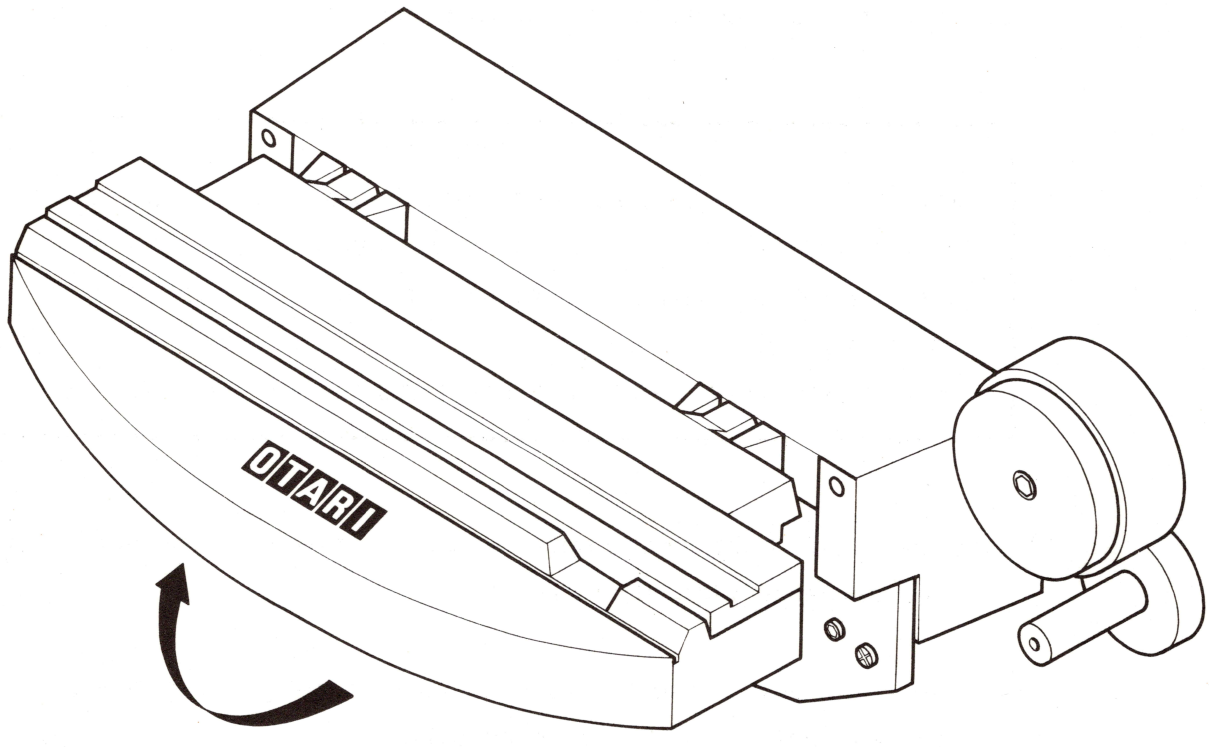

Figure 5-1 Lifting the Head Cover
(1) Disconnect the power cable from the power supply.
(2) Lift the head cover as shown in Figure 5-1.
2. Lift the head cover as shown in Figure 5-1 .